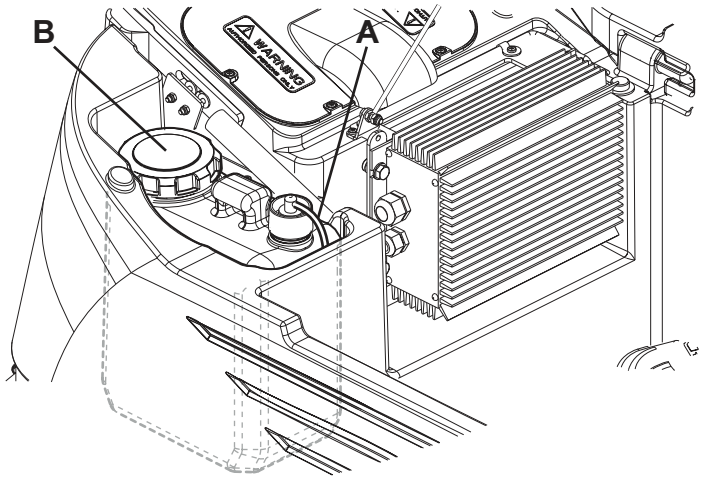

Abbildung 10
2. Deckel (20) öffnen und sicherstellen, dass der Schmutzwassertank (19) leer ist. Gegebenenfalls mit dem Ablassrohr (24) entleeren. Deckel (20) schließen.
3. Den Schmutzwassertank (44) vorsichtig anheben.
4. Deckel abdrehen und Rohr (A, Abb. 10) vom Kanister (B) abnehmen.
7. Kanister (42) wie auf der Abbildung wieder in seinem Fach positionieren und an das Rohr (A) anschließen.